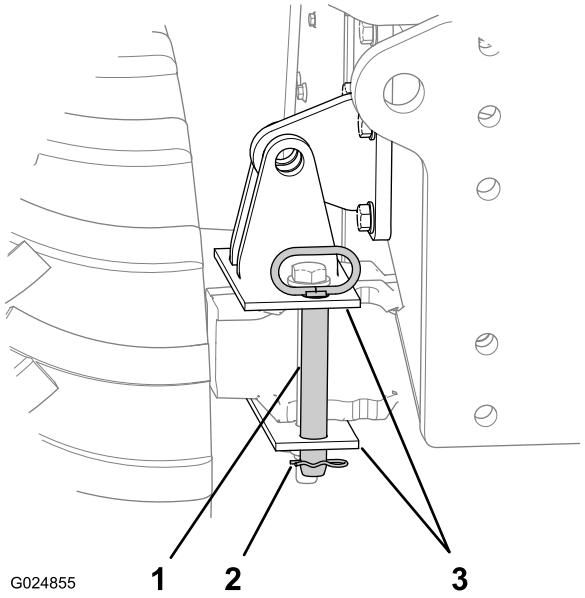

Figura 50
2. Remova o grampo tipo “R” do pino de bloqueio de inclinação (Figura 50).
1. Insira o pino de bloqueio de inclinação através dos orifícios verticais no suporte de bloqueio do eixo (Figura 50).
2. Prenda o pino no suporte de bloqueio com o grampo tipo “R” (Figura 50).